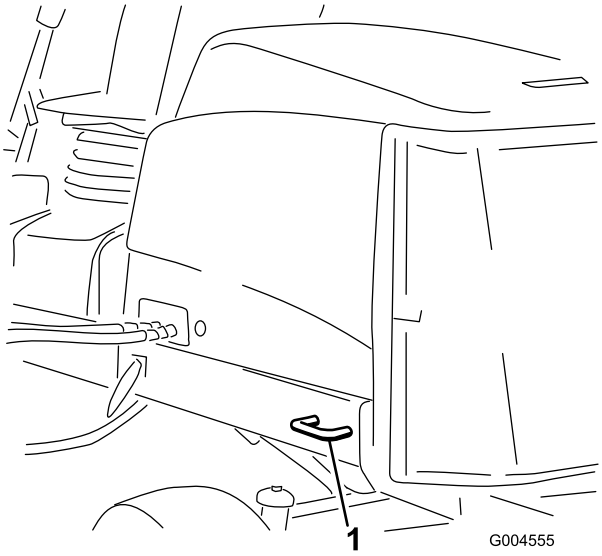

Figur 41
- Bak – på båda sidor av maskinen, på den bakre ramen (Figur 41).